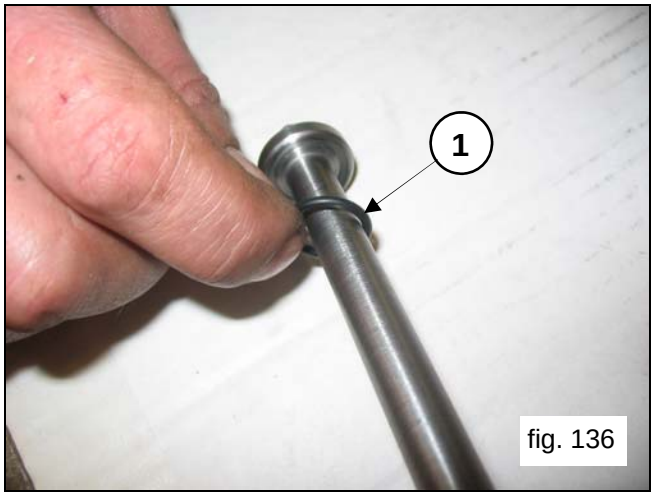

fig. 136
Insert the (14x2) O-Ring in its apposite seat on the piston bolt (pos.①, fig.136).